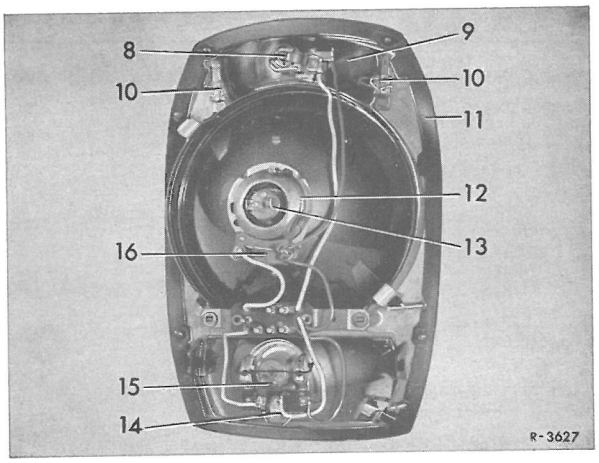

Fig. 82-1/2
2 Lampefatningen (12) drejes ud af bajonetlåsen og forlygtepæren (13) eller pæren til positionslyset (16) tages ud. (fig. 82-1/2).